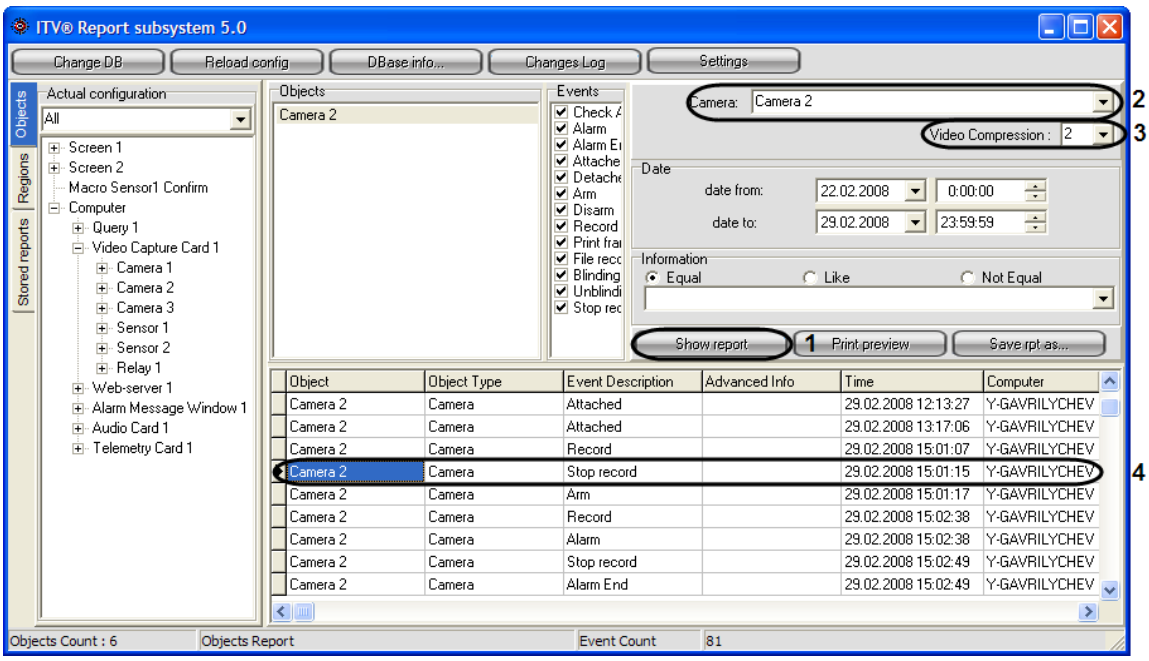

Figure 9.10-2. Playback of the video recordings from the Report system
1. Create the screen report (see the Creating the Screen Form section) (Figure 9.10-2).